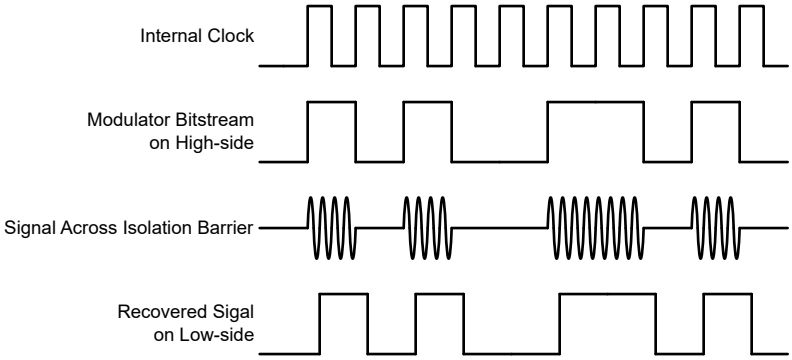

图 7-1. 基于 OOK 的调制方案
如图 7-1 中所示，AMC0x30D 使用开关键控 (OOK) 调制方案跨过基于 SiO_2 的隔离栅传输调制器输出位流。发送驱动器 (TX) 如 *功能方框图* 中所示。TX 跨过隔离栅发送一个内部生成的高频载波来表示数字一。而 TX 不发送信号则表示数字零。AMC0x30D 内使用的载波标称频率为 480MHz。